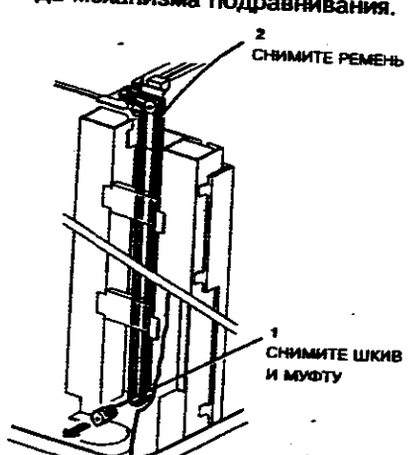

**Рисунок 3. Снятие ремня привода механизма подравнивания**
4. (Рисунок 3) Снимите ремень привода механизма подравнивания.